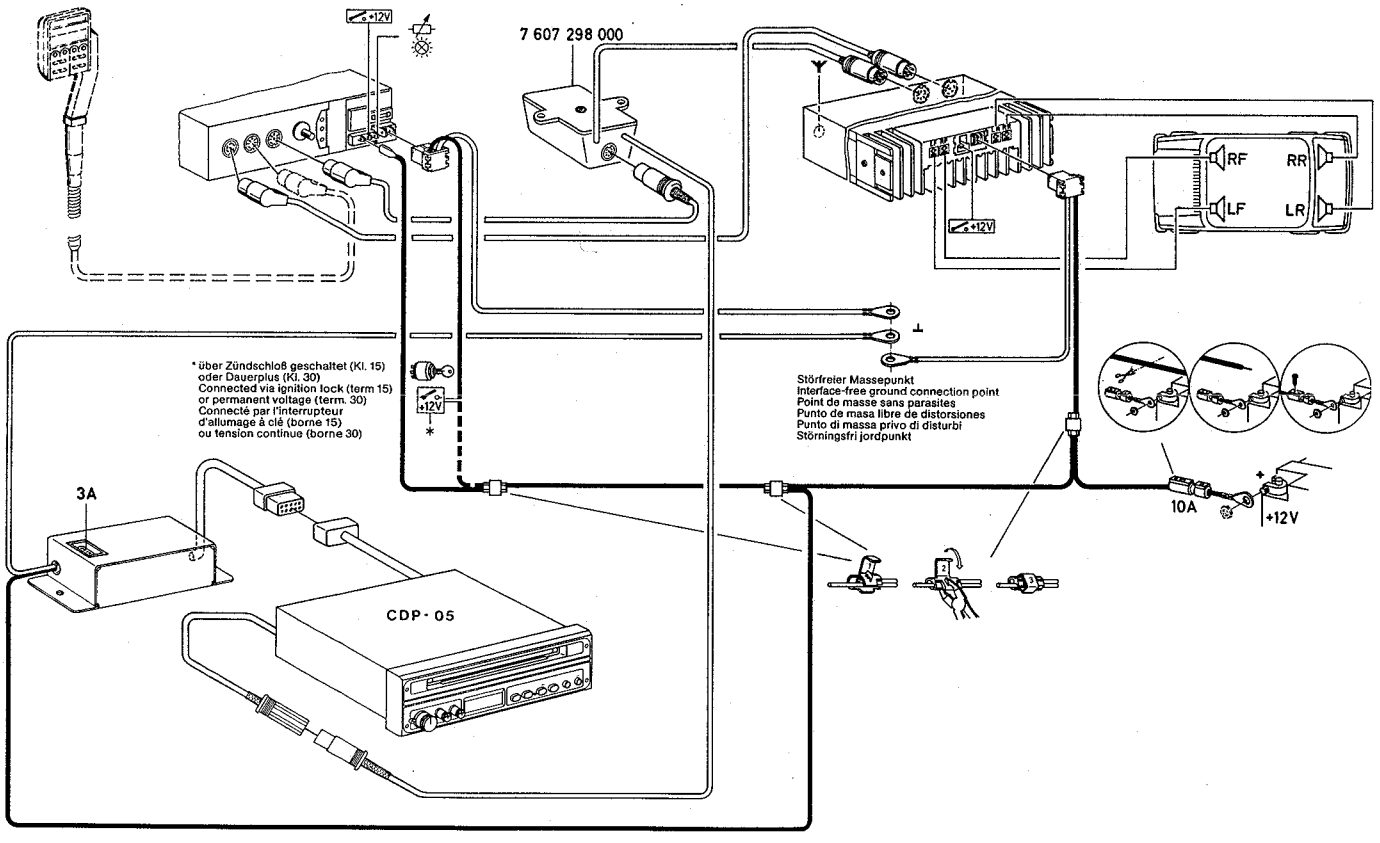

Fig. 11
6. Anschluß für Autoradio Berlin IQR 85 mit Interface 7 607 298 000, siehe Fig. 11.
6. Connection of car radio Berlin IQR 85 by means of interface 7 607 298 000, see fig. 11.
6. Raccordement de l'autoradio Berlin IQR 85 à l'aide d'interface 7 607 298 000, voir fig. 11.
6. Conexión del autoradio Berlin IQR 85 por medio del interface 7 607 298 000, véase Fig. 11.